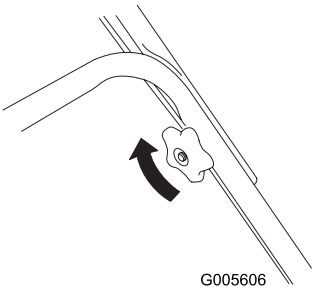

Figur 8
6. Stram håndtaksknottene så mye som mulig (Figur 8).